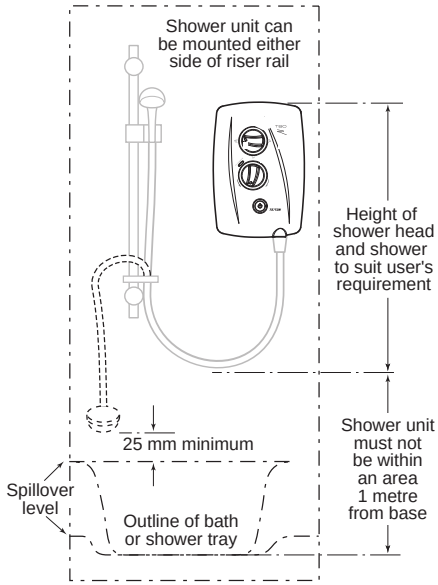

Fig.6 **Diagrammatic view – not to scale**
- Refer to **fig.6** for the correct siting of the shower. Position the unit where it will **NOT** be in direct contact with water from the shower head. Position the shower unit vertically.
IMPORTANT: Water Regulations (fig.6)